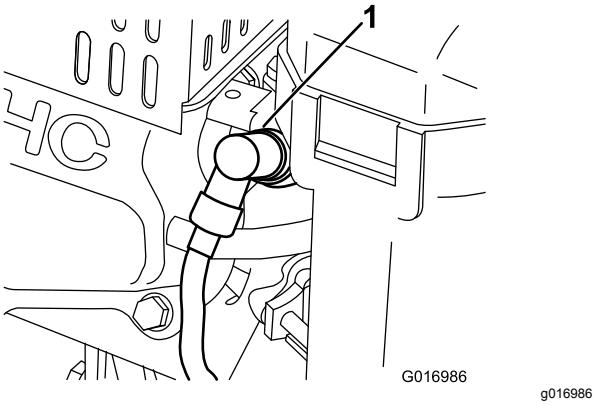

Figur 33
1. Trekk den støpte kabelen av tennpluggen (Figur 33).